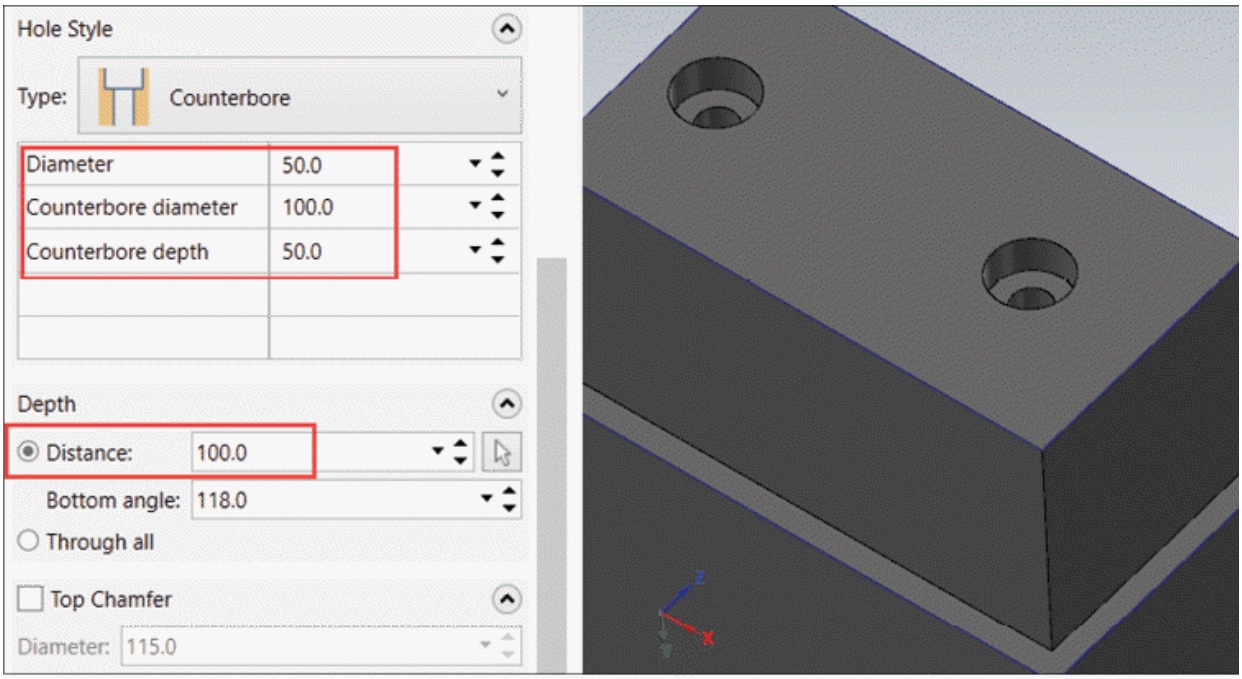

Figure-39. Specifying parameters for counterbore hole
- By default, **Simple** option is selected in the **Type** drop-down of **Hole Style** rollout hence simple holes are created. Select the **Counterbore** option from the **Type** rollout if you want to create counterbore holes in place of simple holes and specify the parameters in the table of **Hole Style** rollout; refer to Figure-39.